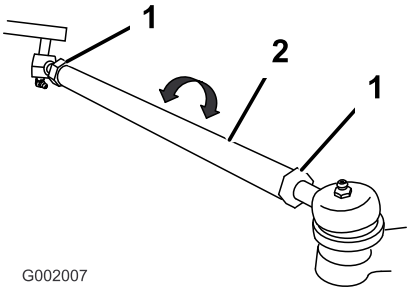

Figur 59
5. Hvis målingen ikke falder inden for de specificerede mål, skal kontramøtrikkerne løsnes i begge ender af forbindelsesstængerne (Figur 59).